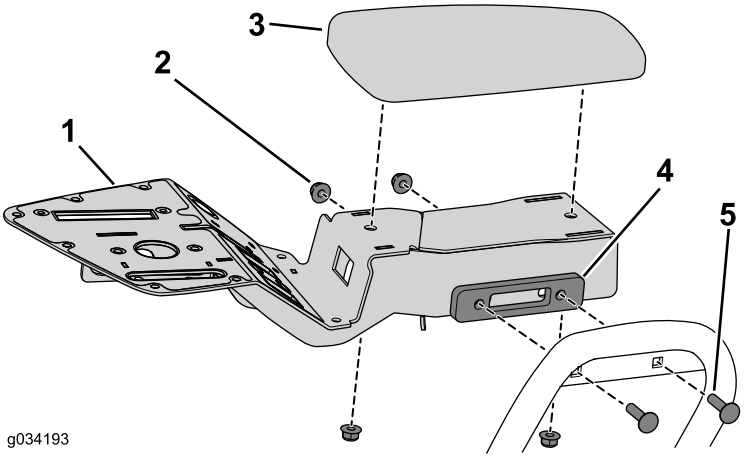

Figuur 16
2. Gebruik de 2 slotbouten en flensmoeren die u eerder verwijderd hebt om de bedieningsbeugel te bevestigen (Figuur 16).
3. Gebruik de 2 flensmoeren die u eerder verwijderd hebt om de armsteun aan de bedieningseenheid te bevestigen (Figuur 16).